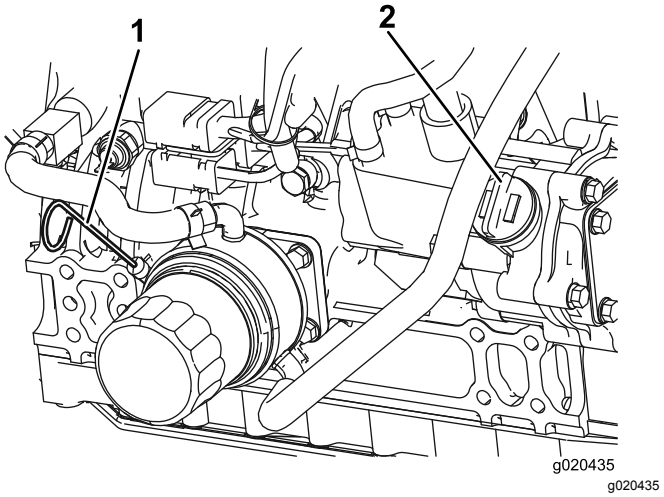

Figur 58
Merk: Oljenivået skal være i det sikre området (Figur 58).
4. Hvis oljenivået er under det sikre området, ta av lokket (Figur 58) og fyll på olje til nivået når opp til "Full"-merket. **Fyll ikke på for mye.**